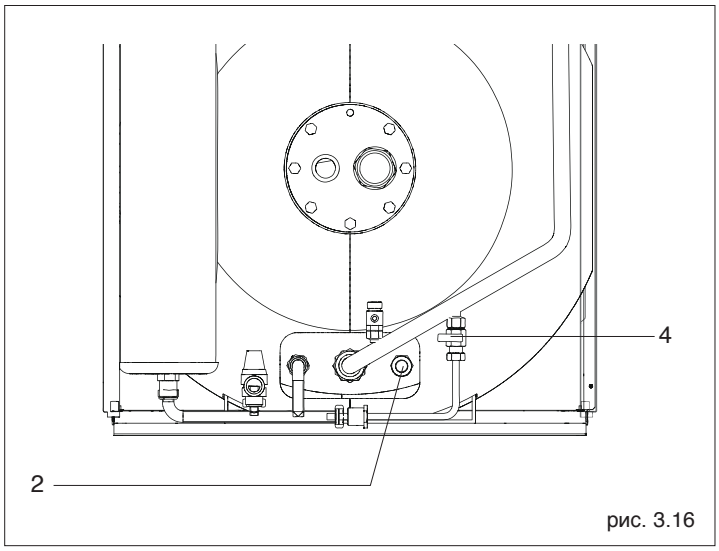

рис. 3.16
- Удостовериться, что сливной кран бойлера (2) и кран заполнения системы отопления рис. 3.16 закрыты;